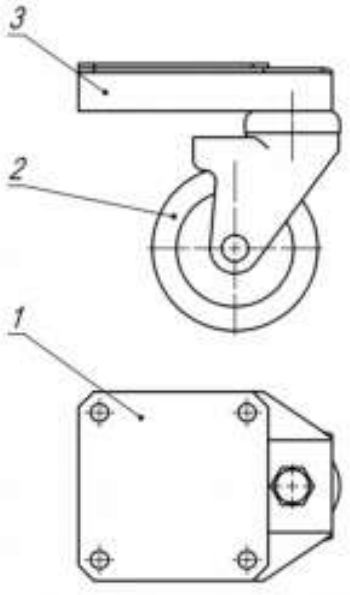

Рисунок 1
1.3.2.1 Изделие, см. рисунок 1, представляет собой площадку 3 с прикрепленной к ней колесной опорой 2 и установленной сверху пластиной 1.
2) установить площадку с прикрепленной колесной опорой и установленной сверху пластиной, см. рисунок 1, вместо штатной опоры, предварительно подтянуть крепление колесной опоры к площадке;